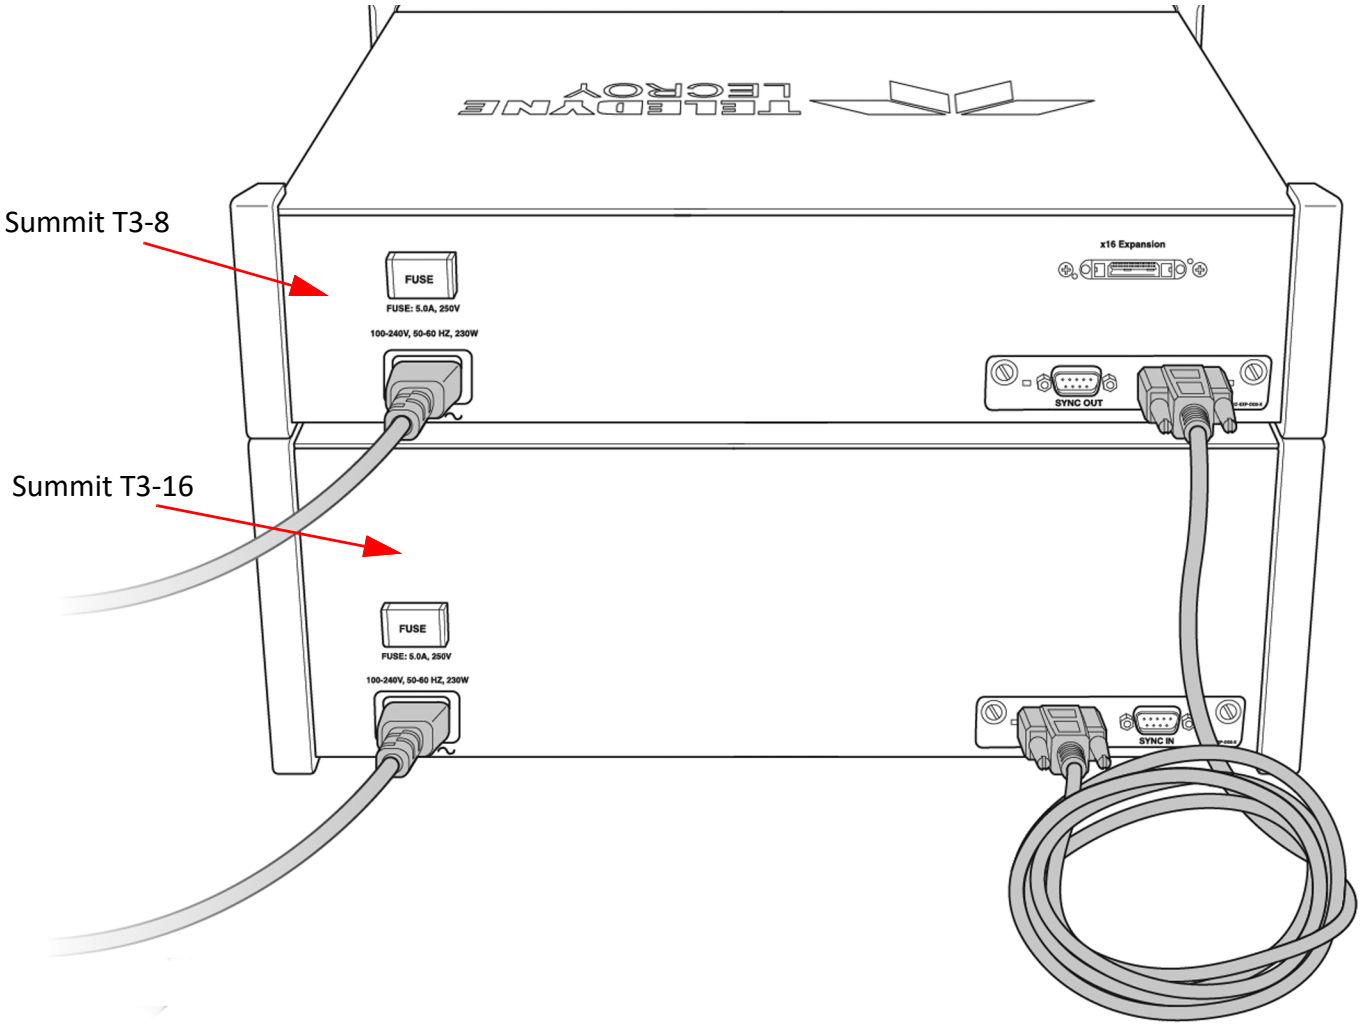

Figure 3.67: An Example of Connecting a Summit T3-8 to a Summit T3-16 Analyzer
3. Connect the male end of the sync cable to the SYNC IN port of the other Analyzer (see Figure 3.67 on page 137.)